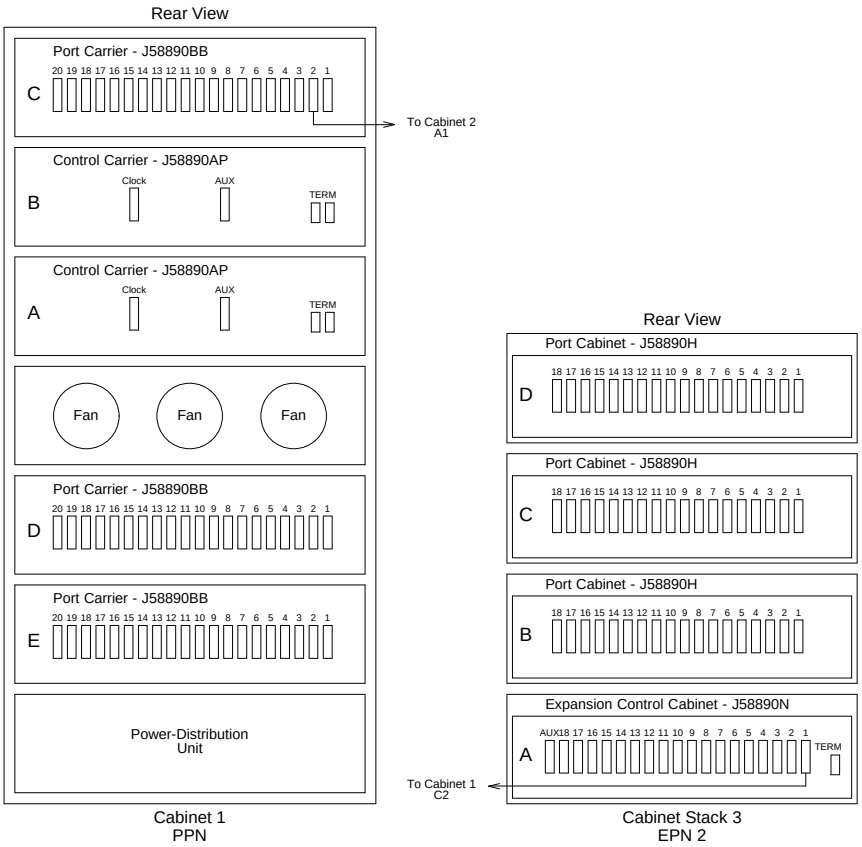
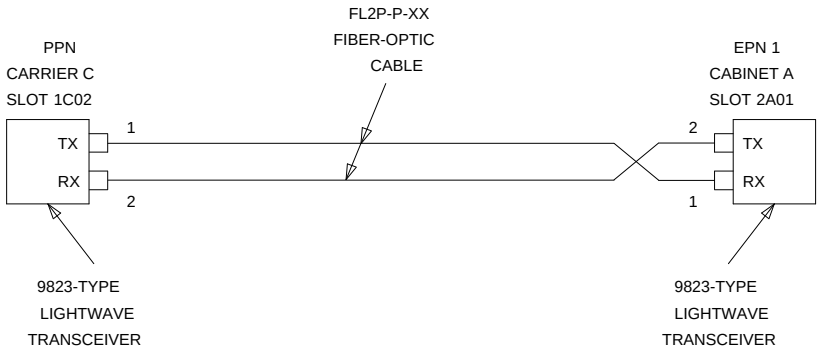
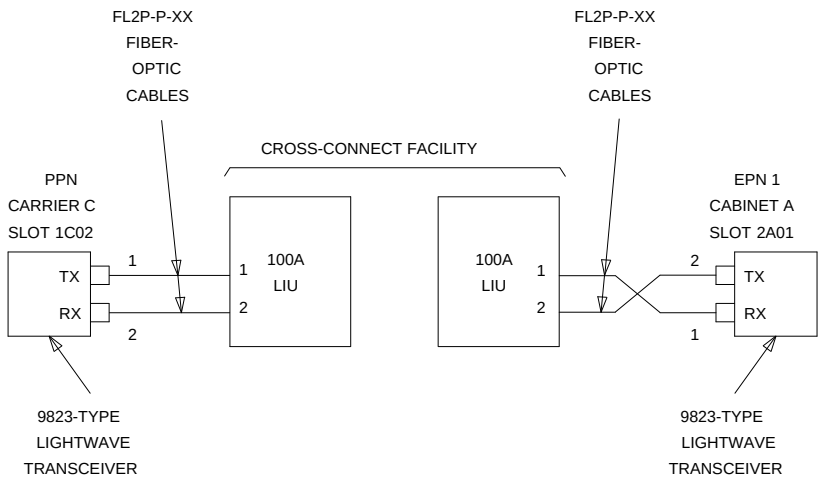

Figure 1-14. High-Reliability G3r V4 with Two Port Networks
Figure 1-15. Fiber-Optic Connections PPN to EPN
Figure 1-16. Fiber-Optic Connections PPN to EPN
1. Behind port carrier C of the multicarrier PPN (see Figure 1-14 and Figure 1-15):
1. Behind port carrier C of the multicarrier PPN (see Figure 1-14 and Figure 1-16):